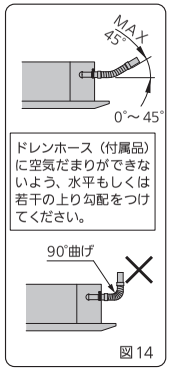

図14
- 付属のドレンホースは90°曲げで使用しないでください。（最大45°）（図14）